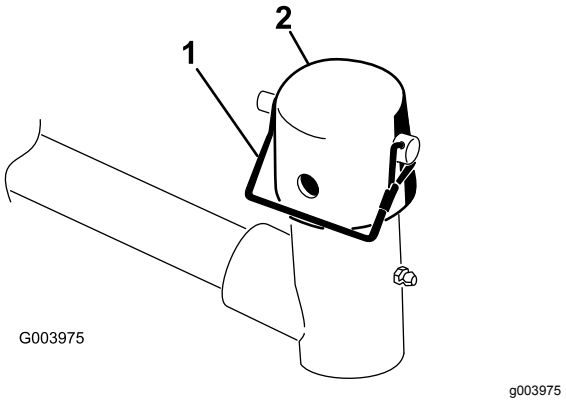

Figur 10
7. Fjern ringstiften og splittpinnen av bolten og snorenheten fra løftearmens dreiegaffel. Ta deretter av påfyllingslokket (Figur 10).
11. Fest hetten og bærerammeakselen til løftearmsgaffelen med låsestiften (Figur 10).